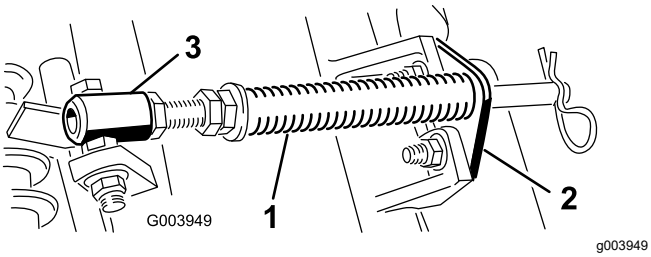

Figura 10
A. Retire os 2 parafusos de carroçaria e porcas que prendem o suporte da barra aos separadores da unidade de corte (Figura 10).
B. Retire a porca flangeada que prende o parafuso com cabeça do tubo de mola ao separador da estrutura de suporte (Figura 10).